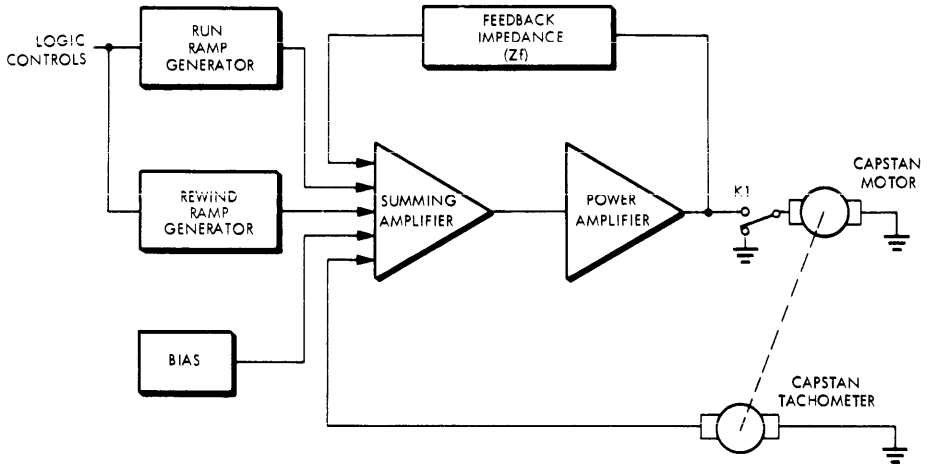

Figure 4-2. Capstan Servo Block Diagram
The Capstan Servo is a dc velocity servo which acts as the prime tape mover and pulls tape across the magnetic head assembly for data recording or reproduction. The capstan servo consists of the functional blocks shown in Figure 4-2.
(1) With power applied and tape loaded, relay K1 (Figure 4-2) is energized, tying the Capstan Motor to the Power Amplifier.
(2) Upon receipt of a SYNCHRONOUS FORWARD command (ISFC) the Run Ramp Generator produces a ramp input to the Summing Amplifier.
(3) The Summing Amplifier controls the Power Amplifier which applies voltage to the Capstan Motor.
(4) The Capstan Motor turns as a function of applied voltage and accelerates at a constant rate (controlled by the ramp slope) to its nominal running speed.
(5) The dc Capstan Tachometer generates a voltage proportional to the capstan speed. This voltage produces a current which is compared by the Summing Amplifier with the input control voltage to achieve constant velocity.
(6) An electrical feedback, Zf, is also provided. This impedance represents the electrical feedback used to control servo bandwidth and amplifier gain.
(7) When an ISFC is terminated, the servo is decelerated to a stop with the same type of ramp profile.
(8) For rewind operation the rewind ramp is used in conjunction with a reverse ramp to provide the current necessary for high-speed rewind motion.